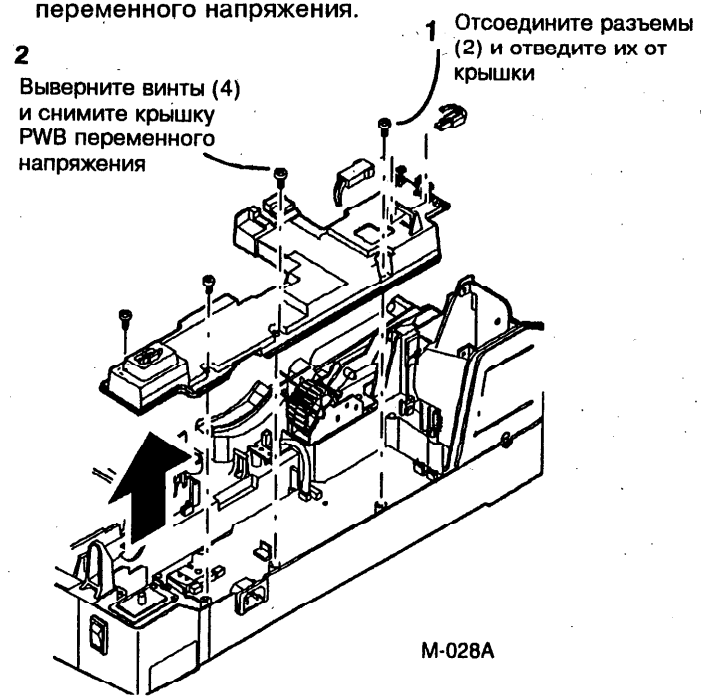

Рис. 1. Снятие крышки печатной платы переменного напряжения
3. (Рис. 1): Снимите крышку печатной платы переменного напряжения.